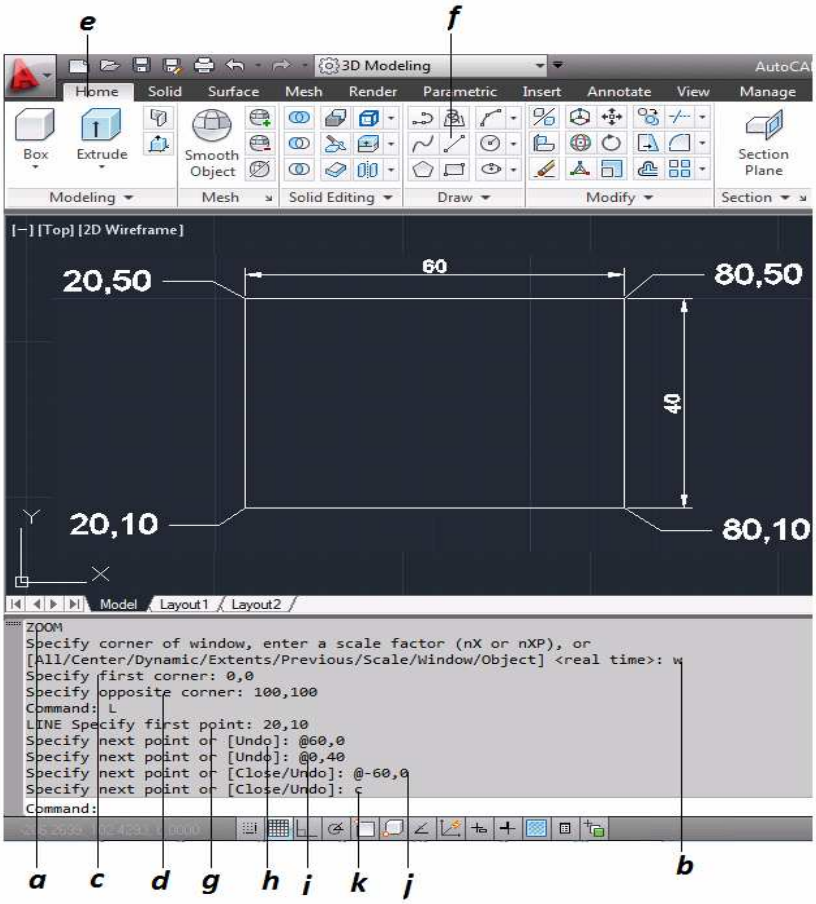

Figura 3.11. Coordenadas relativas
a. Z para poder activar el comando zoom, se presiona enter *(figura 3.11)*.
b. W para indicar que será una ventana, se presiona enter *(figura 3.11)*.
c. Se ingresa 0,0 como 1ª coordenada y se da enter *(figura 3.11)*.
d. Como segunda coordenada 100,100 y enter nuevamente *(figura 3.11)*.
e. Se da clic en Home *(figura 3.11)*.
f. Se selecciona el icono línea de la Cinta Dibujo [*Draw*] *(figura 3.11)*.
g. Se ingresa 20,10 para indicar el inicio *(figura 3.11)*.
h. @60,0 para indicar la 2ª coordenada *(figura 3.11)*.
i. @0,40 para indicar la 2ª coordenada *(figura 3.11)*.
j. @-60,0 para indicar la 4ª coordenada de la línea *(figura 3.11)*.
k. Finalmente C para unir el último punto con el primero *(figura 3.11)*.